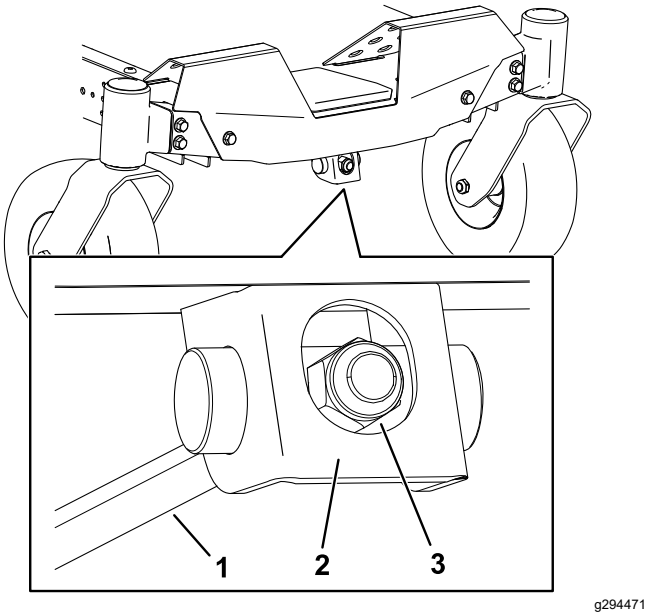

Figur 71
1. Vrid på justeringsmuttern framtill på klipparen (Figur 71).